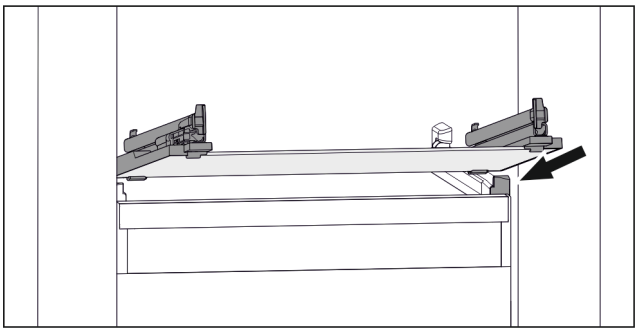

Fig. 95 Example illustration of glass shelf
▶ Position glass shelf at an angle behind the stoppers. (see Fig. 95)